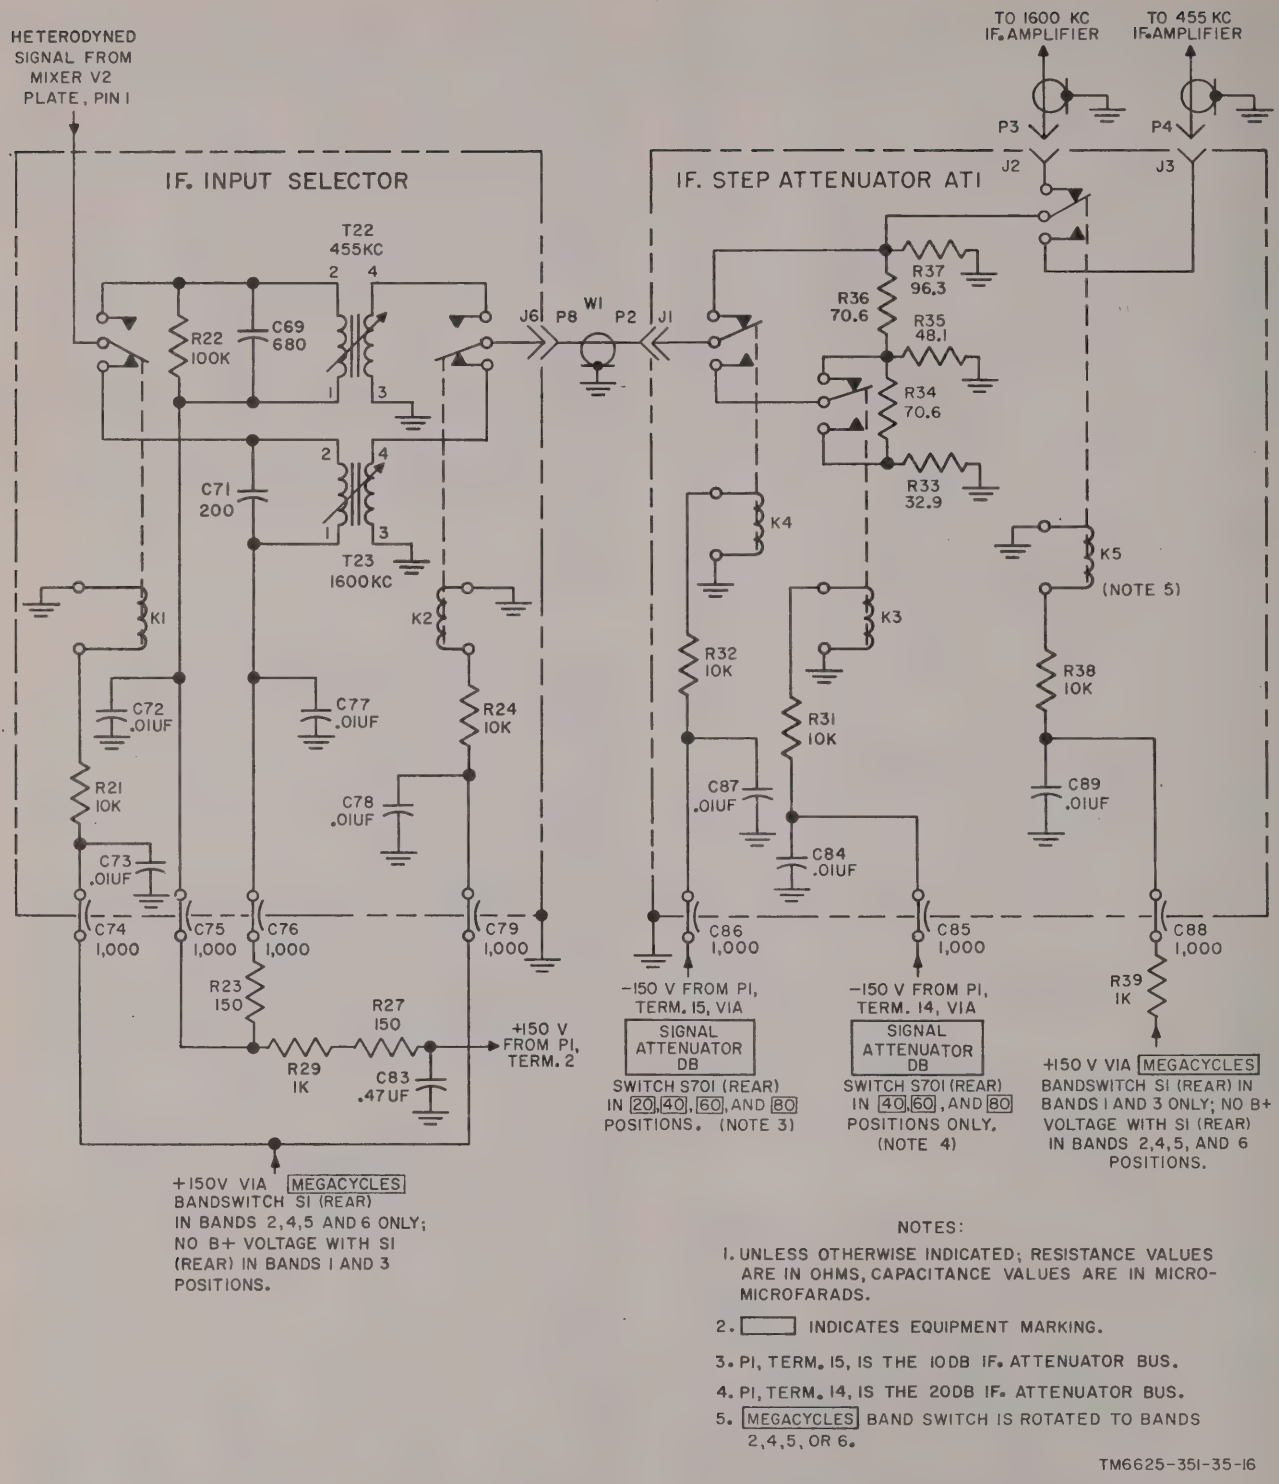

Figure 17. Tuning unit 1 if. input selector and if. step attenuator, schematic diagram.
e. Mixer V2. The oscillator output is taken from the tuned network in the oscillator grid circuit and is coupled through capacitor C55 to the oscillator injection grid (pin 5) of the mixer tube. At the same time, the output of the rf amplifier appears at the signal injection grid (pin 7) of this tube. The two signals are mixed within V2; the plate circuit of V2 (located in the if. input selector) is tuned to the difference between them. Resistor R14 is the cathode-bias resistor; C63 is the cathode bypass capacitor. Resistor R15 is the screen-dropping resistor, with C62 functioning as the screen bypass capacitor. Resistors R27 and R28 are B+ dropping resistors connected to the +150-volt bus; C64 and C83 are B+ decoupling capacitors. Resistor R16 is a grid resistor, providing a ground return for the oscillator injection grid (pin 5). The signal injection grid (pin 7) of the mixer contains a resonant circuit that consists of the secondary winding of transformer T2 and capacitors C4, C5, and C52B. Resistor R2 loads the circuit. Capacitor C52B, the third section of the TUNING capacitor, is used for resonating the mixer grid circuit to the frequency of the incoming rf signal. The circuit elements comprising the plate circuit of the mixer are located in the if. input selector subassembly (fig. 17).
27. If. Input Selector, Detailed Analysis (fig. 17)
28. If. Step Attenuator, Detailed Analysis (fig. 17)